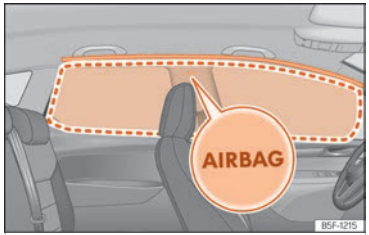

Fig. 33 Ubicació i zona de desplegament del coixí de seguretat per al cap.
Els coixins de seguretat per al cap es troben a tots dos costats de l'habitacle, a sobre de les portes ››› **fig. 33**, i la seva ubicació està indicada amb la paraula "AIRBAG".
En disparar-se, el coixí de seguretat per al cap ocupa la zona emmarcada en vermell (zona de desplegament) ››› **fig. 33**. Per aquest motiu, mai s'hauran de dipositar o fixar objectes en aquesta zona ››› ⚠.
- **Assegureu-vos que els nens viatgin asseguts correctament als seients i no situïn el cap a la zona de desplegament dels coixins de seguretat per al cap ››› fig. 33, ja que, si es disparen, podrien colpejar-los i provocar-los lesions greus.**